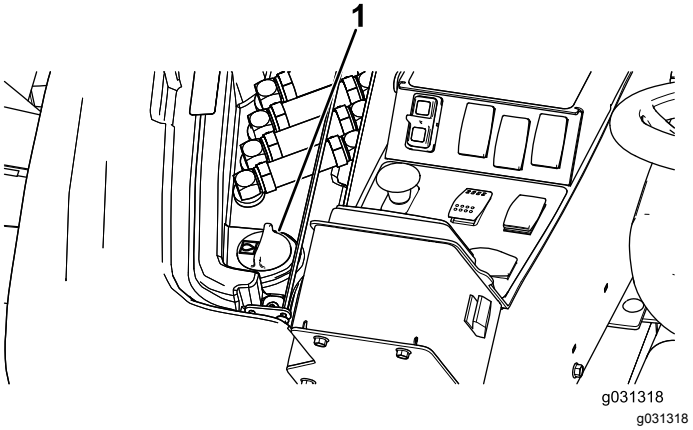

Figur 120
2. På højre side af maskinen løftes adgangsdækslet for at blotlægge hydrauliktankens dæksel (Figur 120).
3. Rengør området omkring påfyldningsstudsen og hydrauliktankens dæksel (Figur 120).